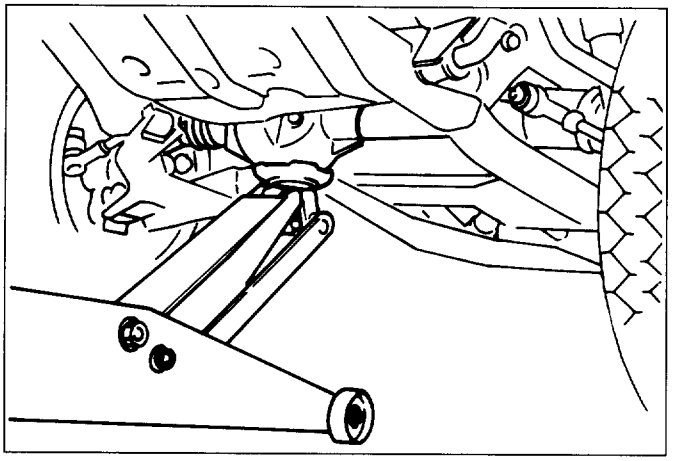

Fig. 4C-7
- During the work, be sure that the diff case is supported by the jack (Fig. 4C-7).